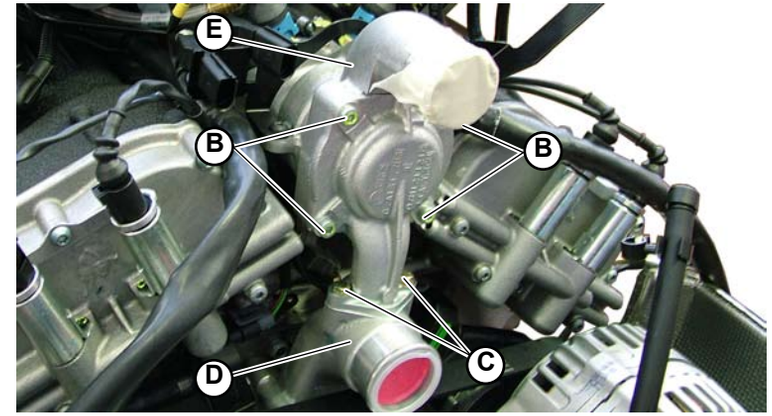

Fig.2
3. Screw the 2 screws (**C-Fig.2**) with washers which mount the thermostat (**D-Fig.2**) to the water pump (**E-Fig.2**).